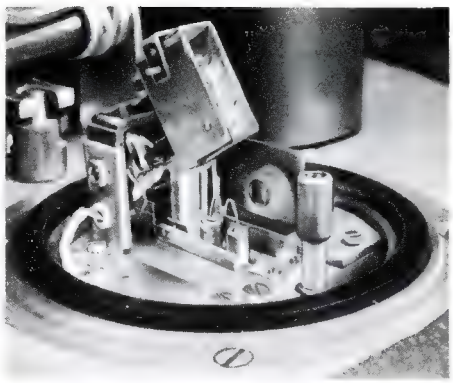

*Bild 9. Innenansicht eines der Rezipienten; Haube für Frequenzaufdampfung (Feinaufdampfung) offen*
*Bild 9* ist eine Nahaufnahme des für die Frequenzaufdampfung (Feinaufdampfung) hergerichteten Rezipienten. In der Mitte erkennt man das Häkchen mit dem Aufdampfmetall, rechts die hier nicht benutzte Aufdampfschablone und ganz links die Hochspannungszuführung.